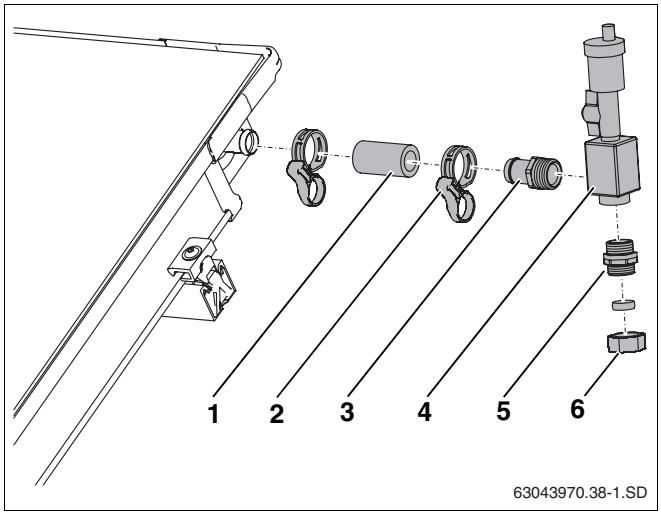

Abb. 60 Entlüfter über Dach anschließen
- Kurzen Solarschlauch (55 mm, Abb. 60, **Pos. 1**) auf den Vorlaufanschluss des Kollektorfeldes aufschieben und mit Federbandschelle fixieren.
- Schlauchtülle R¾ mit O-Ring (Abb. 60, **Pos. 3**) in den Lufttopf (Abb. 60, **Pos. 4**) festschrauben.
- Schlauchtülle (Abb. 60, **Pos. 3**) bis zum Anschlag in den Solarschlauch stecken und mit Federbandschellen (Abb. 60, **Pos. 2**) fixieren.
- Doppelnippel mit O-Ring in Lufttopf schrauben (Abb. 60, **Pos. 5**).
- Sammelleitung an die Klemmringverschraubung (18 mm) anschließen (Abb. 60, **Pos. 6**).